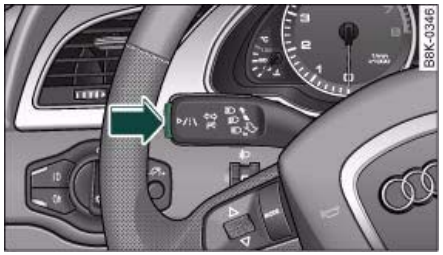

Fig. 158 Turn signal lever: Pushbutton for Audi lane assist
– Press the button ⇒ fig. 158 -arrow- to switch the system on and off. The indicator lamp /⁝\ in the instrument cluster will light up or go out. ▶